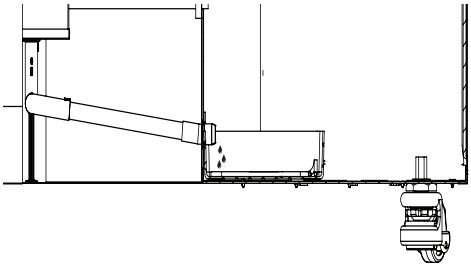

рис. 17
3. Установите поддон под слив конденсата.5Если устройство оснащено системой автоматического отвода конденсата, использование поддона не требуется. См. рис. 17.